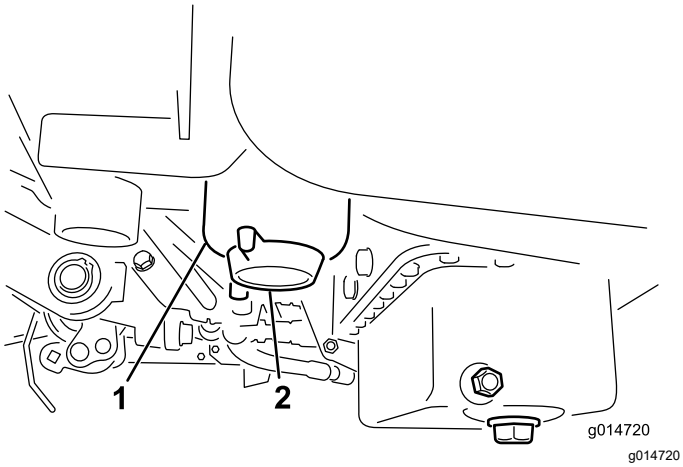

**Rysunek 33**
3. Odkręć korek spustowy na filtrze paliwa, wykonując około jeden obrót, i zlej całą zgromadzoną wodę (Rysunek 33).